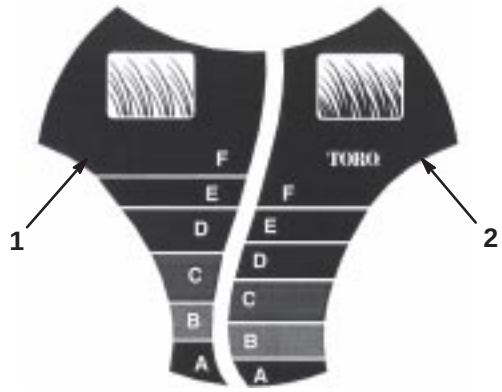

Figur 17
SmartWheel™ har två klippinställningar: *Sparse/Normal* (Sparsam/Normal) och *Lush* (Frodig) för att ge bästa klipphöjd oavsett klippförhållande (figur 17). Använd inställningen *Sparse/Normal* under den varma sommarsäsongen för de flesta typer av klippning. Inställningen *Lush* är för tjockt, fuktigt och saftigt gräs som oftast växer på våren.
2. Förflytta gräsklipparen till gräsmattan; stanna gräsklipparen när *SmartWheel*-bilden på det ena bakhjulet är upprätt (figur 17).